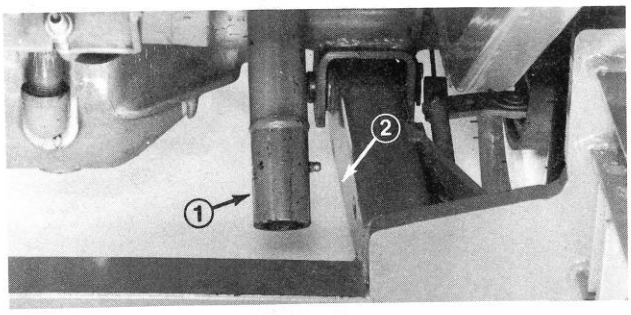

Figure 7
1. Make sure PTO shaft on traction unit clears cutting unit frame, engage parking brake, be sure traction pedal is in neutral, PTO lever is in OFF position, start engine and raise frame (Fig. 7).